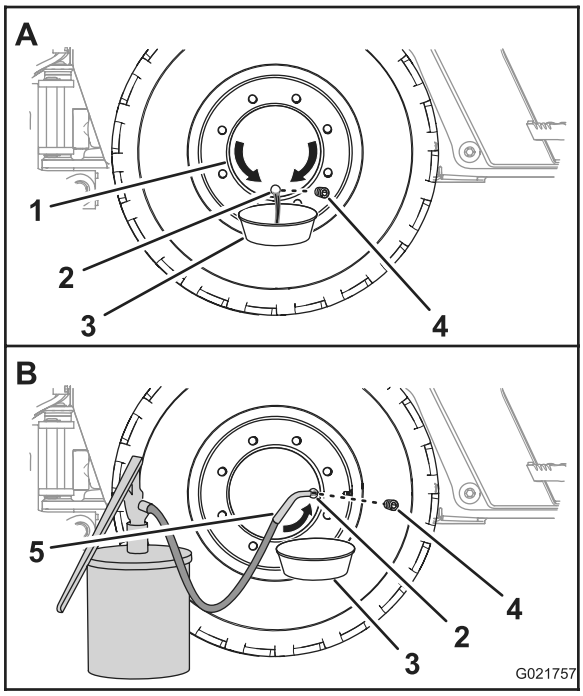

Figure 84
1. Move the machine forward or backward until the oil plug for the wheel hub is at the 6 o'clock position (Figure 84).
2. Place a drain pan under the oil port of the wheel hub (Figure 84).
3. Remove the plug and drain the oil from the planetary (Figure 84).
5. Move the machine forward or backward until the oil plug for the wheel hub is either at the 3 o'clock or the 9 o'clock position (Figure 84).